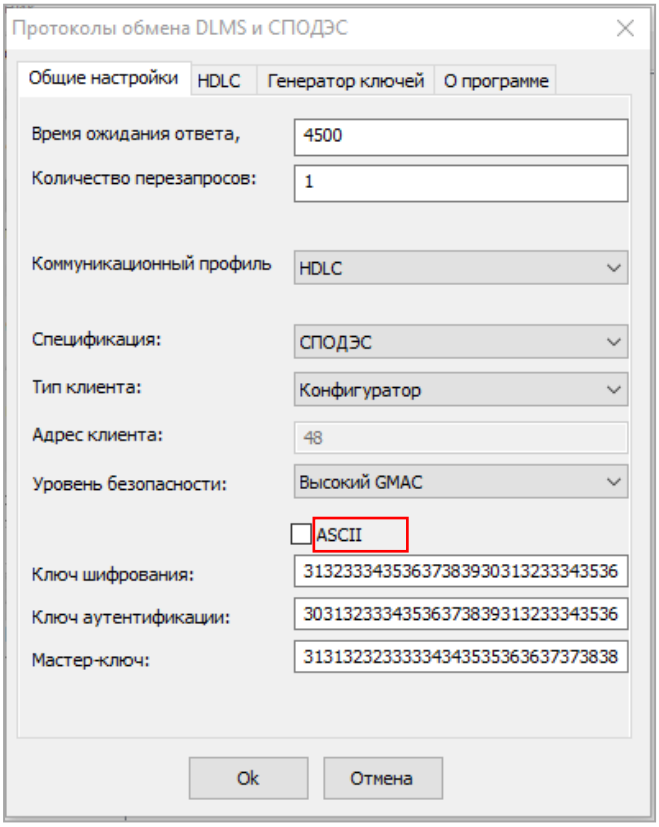

Рисунок 51 - Ввод ключей в виде 8 битных кодов.
- в виде восьмибитных кодов (галочка ASCII выключена) (см. рисунок 51).